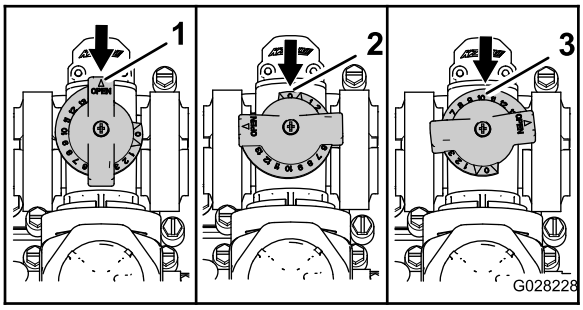

Figuur 130
- De mengomloopklep staat helemaal in de stand OPEN zoals getoond in Figuur 130.
- De mengomloopklep staat in de stand GESLOTEN (0) zoals getoond in Figuur 130.
- De mengomloopklep staat in een TUSSENSTAND (naargelang de drukmeter voor het spuitsysteem) zoals getoond in Figuur 130.